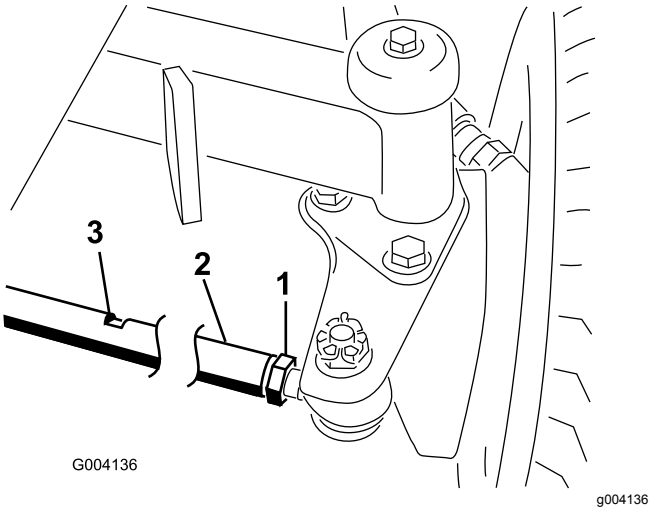

Figur 55
2. Lossa kontramuttern i båda ändar av dragstången (Figur 55).